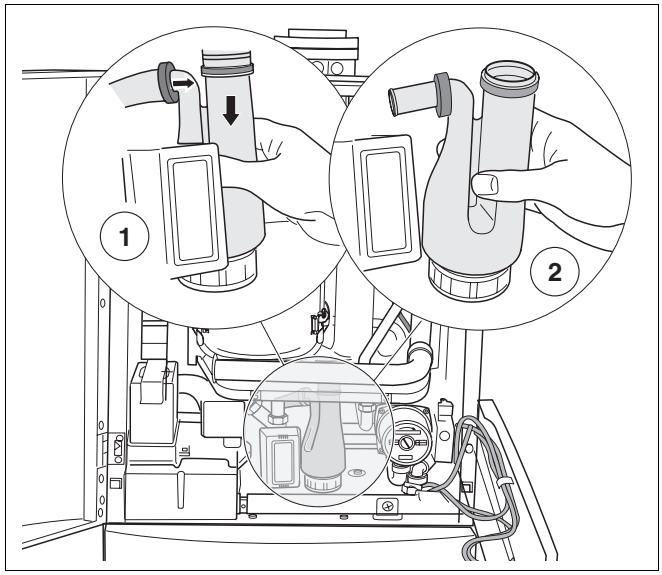

Rys. 57 Czyszczenie syfonu
- Wyciągnąć do dołu syfon ze złączki z uszczelką wargową (rys. 57, **poz. 1**) i wyjąć z króćca odpływowego (rys. 57, **poz. 2**).